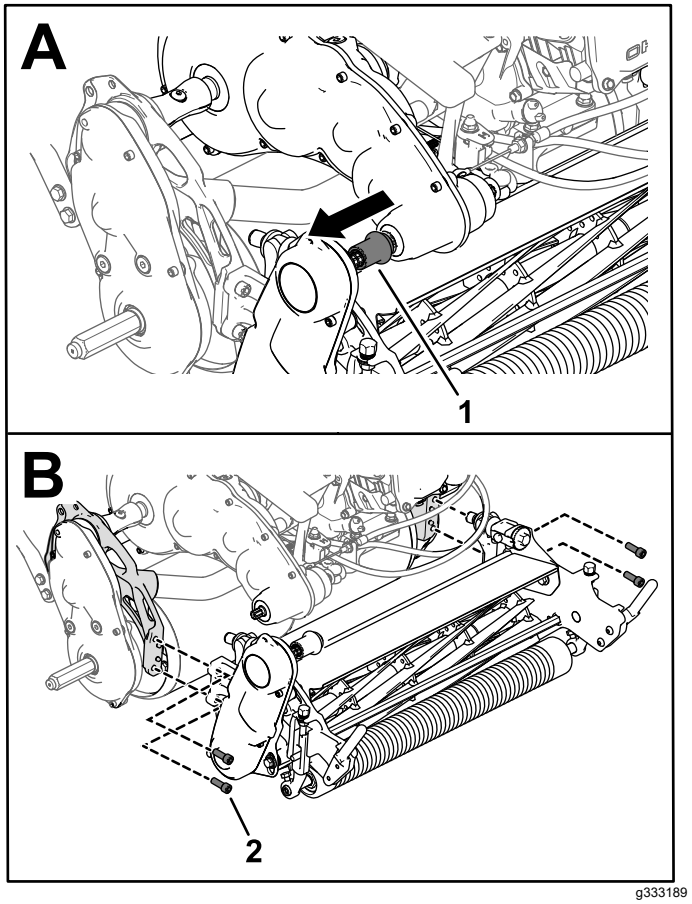

Figur 50
3. Släpp upp klippenhetens drivkoppling från transmissionens drivaxel (Figur 50).
4. Avlägsna insexskruvarna som fäster klippenheten på ramen (Figur 50).